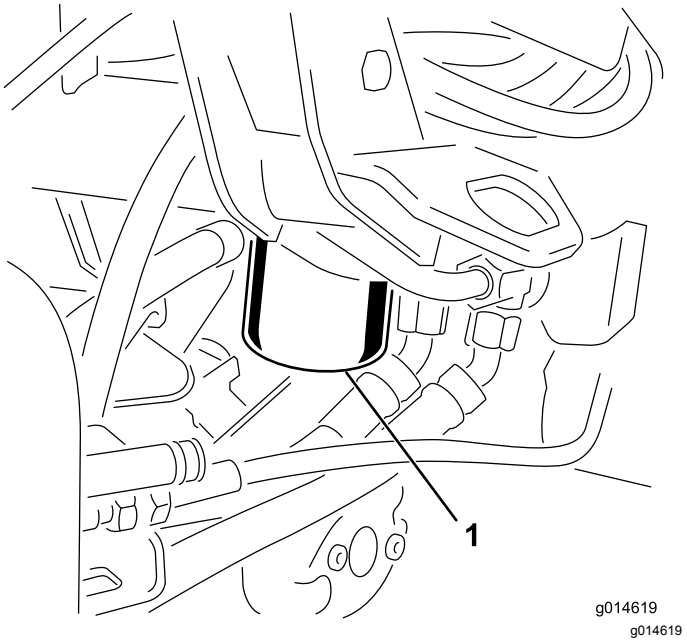

Figur 43
1. Rengør det område, hvor filteret monteres (Figur 43). Anbring en drænbakke under filteret, og afmonter filteret.